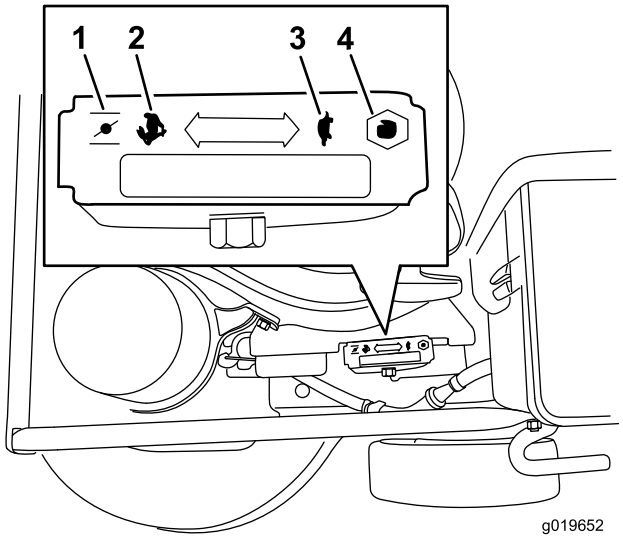

Figura 12
3. Portate il comando dell'acceleratore in posizione Starter (Figura 12).